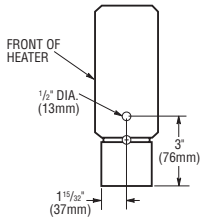

**Figure 9. End Cap Drill Pattern**
5. Connecting power supply cables may be routed from heater to heater by drilling a 1/2-inch (13mm) diameter hole in the end caps for the heaters that fit together. See Figure 9. To prevent possible damage to internal heater wiring, all drilling of end caps must be done with end caps removed from heater.